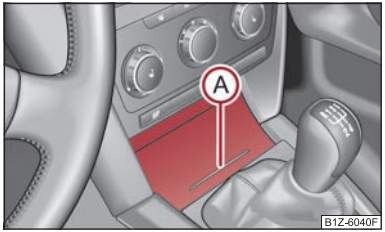

Fig. 73 Console centrale AV: Vide-poches
– Appuyez sur la partie inférieure du couvercle du vide-poches au niveau (A) ⇒ fig. 73 - le couvercle s'ouvre.